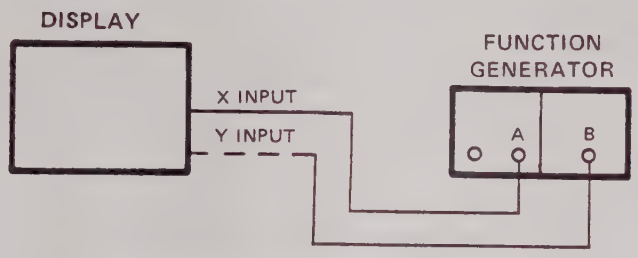

Figure 5-1. Pattern Adjustment Test Setup
a. Connect equipment as shown in figure 5-1.